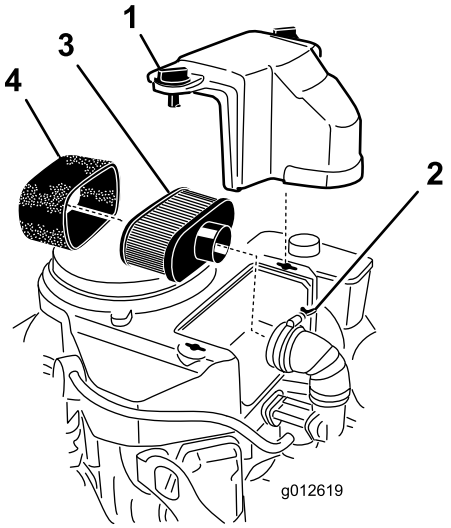

Bild 42
3. Reinigen Sie den Bereich um den Luftfilter herum, um zu verhindern, dass Schmutz in den Motor fällt und Schäden verursacht (Bild 42).
4. Schrauben Sie die Handräder los und entfernen Sie die Luftfilterabdeckung (Bild 42).
5. Schrauben Sie die Schlauchklemme los und entfernen Sie die Luftfilterabdeckung (Bild 42).
6. Ziehen Sie den Schaumeinsatz vorsichtig vom Papiereinsatz (Bild 42).
1. Reinigen Sie den Papiereinsatz durch leichtes Klopfen, um Staub herauszurütteln. Wechseln Sie das Papierelement aus, wenn es sehr schmutzig ist (Bild 42).
1. Schieben Sie den Schaumeinsatz vorsichtig auf den Papierluftfiltereinsatz (Bild 42).
2. Schieben Sie den Luftfilter auf das Luftfilterunterteil oder den Schlauch und befestigen ihn (Bild 42).
3. Setzen Sie die Abdeckung des Luftfilters auf und ziehen Sie das Abdeckhandrad fest (Bild 42).